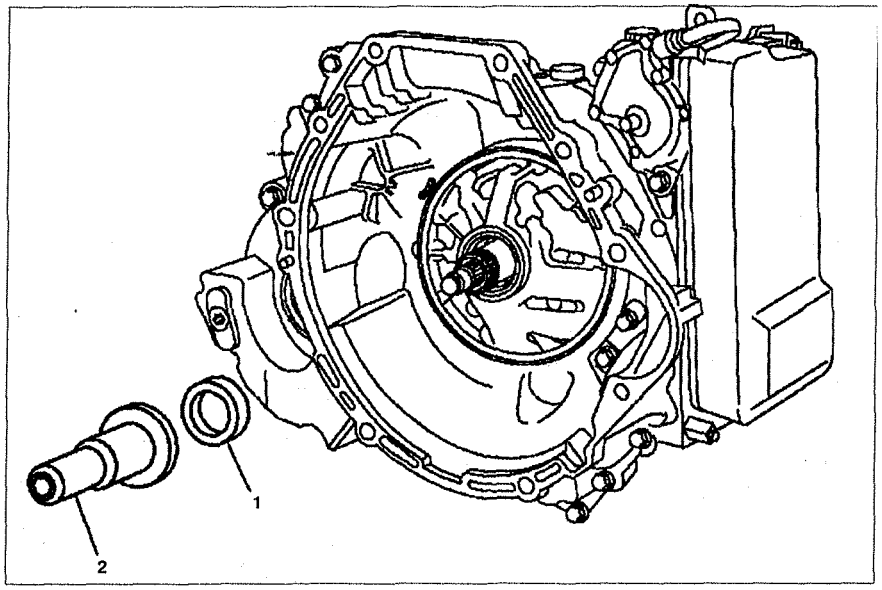

Рис. 6.67. Радиальный сальник ГТР:
2. Протрите поверхности вокруг сальника **1** (см.рис.6.67).